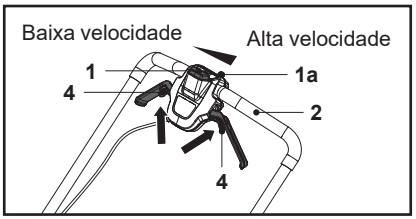

Fig. 17
2. Puxe as alavancas de autopropulsão (4) na direção da pega (2) e mantenha-as na posição para engatar as rodas traseiras (11) (Fig. 17).
4. Solte as alavancas de autopropulsão (4) para desengatar as rodas traseiras (11).